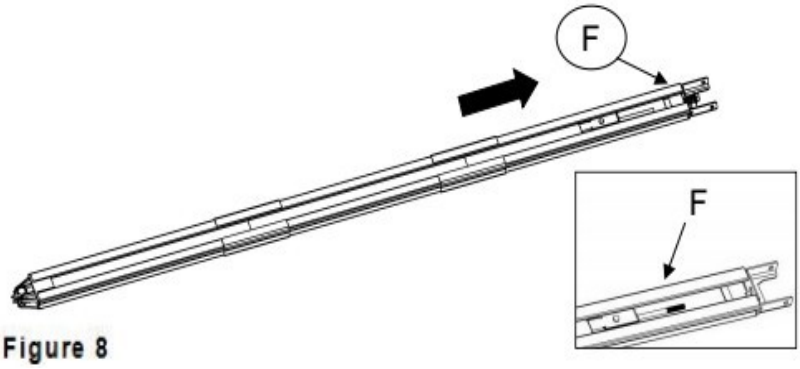

Figure 8
- Wytnij plastikową nitkę; pociągnąć pręt śrubowy wraz z łańcuchem wewnętrznym do pozycji szyny końcowej (Rys.8)